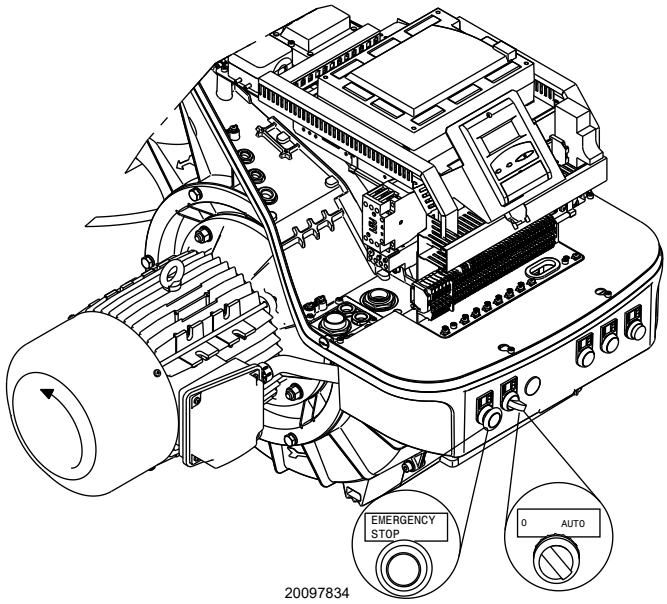

Abb. 25
Den Schalter auf die Position „**AUTO**" (Abb. 25) stellen.
Beim Anlaufen des Brenners die Drehrichtung des Motors überprüfen, siehe (Abb. 25).
- ➤ Den Schalter auf Abb. 25 auf „**0**" stellen und warten, bis das Steuergerät die Abschaltphase ausführt;